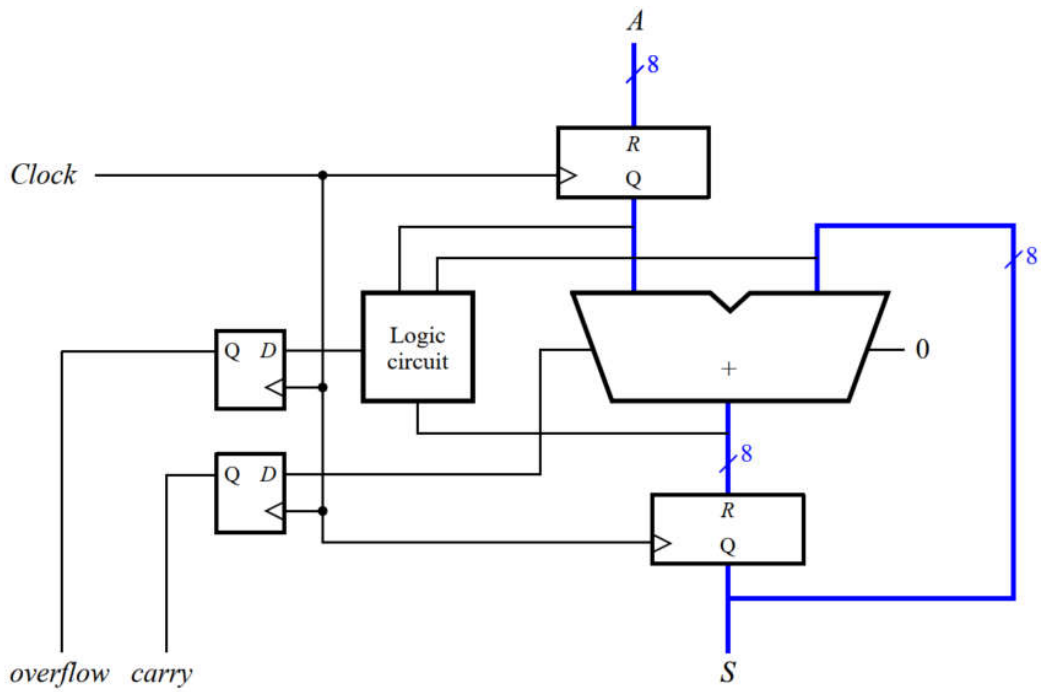

Figure 1: An eight-bit accumulator circuit.
Description: The circuit in Figure 1, which is often called an *accumulator*, is used to add the value of an input *A* to itself repeatedly. The circuit includes a carry out from the adder, as well as an *overflow* output signal. If the input *A* is considered as a 2's-complement number, then *overflow* should be set to 1 in the case where the output *sum* produced does not represent a correct 2's-complement result.
- Write System Verilog HDL code to describe the circuit given in Figure 1.